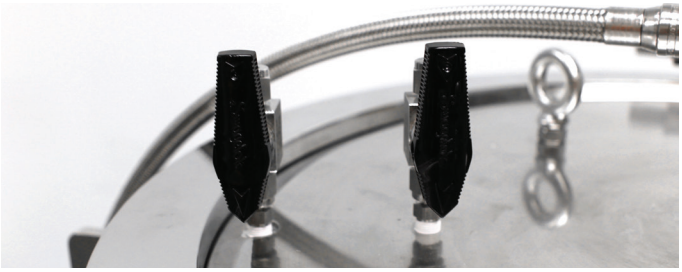

Figure 40. The cartridge compression vent valve (left) and the top vacuum break valve (right) open.
7. Once radial compression fluid stops draining from the MV-10 valve, open the cartridge compression vent valve (MV-03) on the top head assembly so that the radial compression fluid (solvent) can drain by gravity (see Figure 40). It may be helpful to apply a slight vacuum to the drain tube if the radial compression fluid does not readily drain by gravity.
8. Open the top vacuum break valve (MV-04) on the top head assembly; see Figure 40.